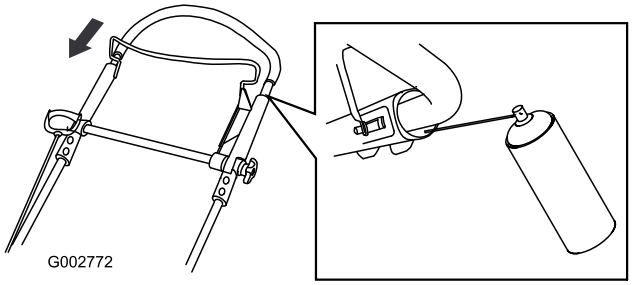

Figur 43
2. Skyv det øvre håndtaket helt ned og spray den indre plastikkoverflaten på det ytre håndtaket (Figur 43).